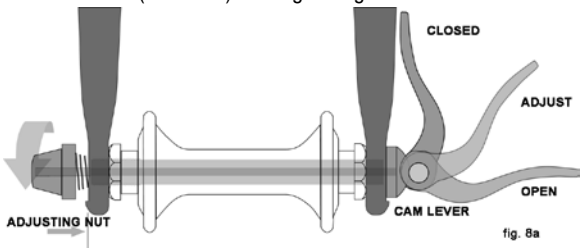
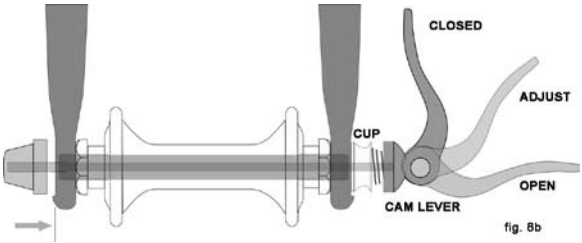

fig. 8a
fig. 8b
- A hollow axle with a shaft ("skewer") running through it which has an adjustable tension nut on one end and an over-center cam on the other (cam action system, figs. 8a & 8b)
There are currently two types of over-center cam wheel retention mechanisms: the traditional over-center cam (fig. 8a) and the cam-and-cup system (fig. 8b). Both use an over-center cam action to clamp the bike's wheel in place. Your bicycle may have a cam-and-cup front wheel retention system and a traditional rear wheel cam action system.
a. Adjusting the Traditional Cam Action Mechanism (fig. 8a)
b. Adjusting the Cam-and-Cup Mechanism (fig. 8b)
(2) If your bike has cam action front wheel retention, move the cam lever from the locked or CLOSED position to the OPEN position (figs. 8a & b). If your bike has through bolt or bolt-on front wheel retention, loosen the fastener(s) a few turns counter-clockwise using an appropriate wrench, lock key or the integral lever.
(3) If your front fork has a clip-on type secondary retention device, disengage it. If your front fork has an integral secondary retention device, and a traditional cam action system (fig. 8a) loosen the tension adjusting nut enough to allow removing the wheel from the dropouts. If your front wheel uses a cam-and-cup system, (fig. 8b) squeeze the cup and cam lever together while removing the wheel. No rotation of any part is necessary with the cam-and-cup system. You may need to tap the top of the wheel with the palm of your hand to release the wheel from the front fork.
(1) If your bike has cam action front wheel retention, move the cam lever so that it curves away from the wheel (fig. 8b). This is the OPEN position. If your bike has through bolt or bolt-on front wheel retention, go to the next step.
(2) With the steering fork facing forward, insert the wheel between the fork blades so that the axle seats firmly at the top of the fork dropouts. The cam lever, if there is one, should be on rider's left side of the bicycle (fig. 8a & b). If your bike has a clip-on type secondary retention device, engage it.
(3) If you have a traditional cam action mechanism: holding the cam lever in the ADJUST position with your right hand, tighten the tension adjusting nut with your left hand until it is finger tight against the fork dropout (fig. 8a). If you have a cam-and-cup system: the nut and cup (fig. 8b) will have snapped into the recessed area of the fork dropouts and no adjustment should be required.
(4) While pushing the wheel firmly to the top of the slots in the fork dropouts, and at the same time centering the wheel rim in the fork:
(a) With a cam action system, move the cam lever upwards and swing it into the CLOSED position (fig. 8a & b). The lever should now be parallel to the fork blade and curved toward the wheel. To apply enough clamping force, you should have to wrap your fingers around the fork blade for leverage, and the lever should leave a clear imprint in the palm of your hand.
(3) On a derailleur gear system, pull the derailleur body back with your right hand.
(4) With a cam action mechanism, move the quick-release lever to the OPEN position (fig. 8b). With a through bolt or bolt on mechanism, loosen the fastener(s) with an appropriate wrench, lock lever or integral lever; then push the wheel forward far enough to be able to remove the chain from the rear sprocket.
(5) Lift the rear wheel off the ground a few inches and remove it from the rear dropouts.
Some bikes are equipped with a cam action seat post binder. The seatpost cam action binder works exactly like the traditional wheel cam action fastener (Section 4.A.2) While a cam action binder looks like a long bolt with a lever on one end and a nut on the other, the binder uses an over-center cam action to firmly clamp the seat post (see figs. 8a & 8b).